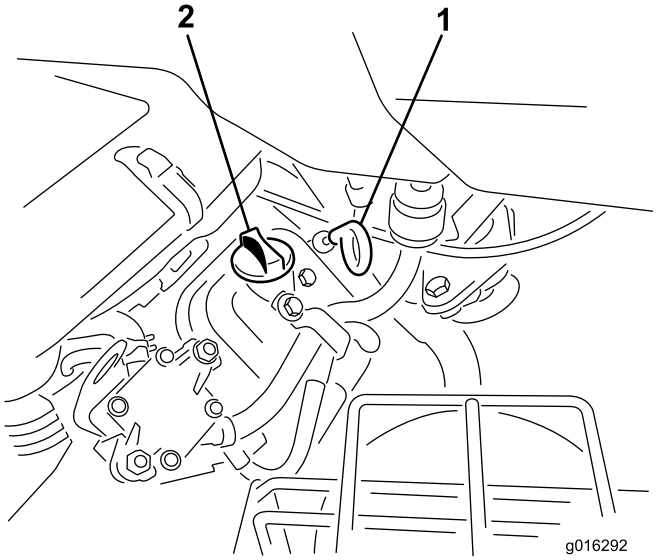

Figure 28
2. Dévissez la jauge et essuyez-la avec un chiffon propre. Revissez la jauge dans le tube en vérifiant qu'elle est enfoncée au maximum (Figure 28).